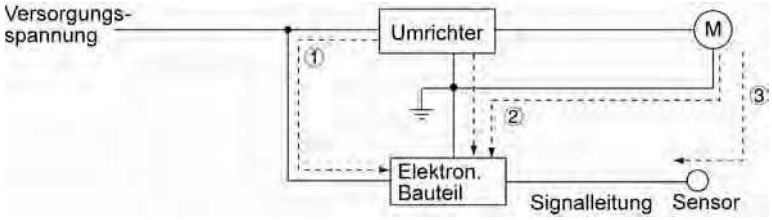

Abbildung A.3 Leitungsrauschen
(1) Leitungsrauschen
Das in einem Umrichter erzeugte Rauschen kann sich über den Leiter und die Stromversorgung ausbreiten, sodass Peripheriegeräte des Umrichters beeinflusst werden (Abbildung A.3). Dieses Rauschen wird „Leitungsrauschen“ genannt. Ein Teil des Leitungsrauschens wird sich über das Leistungsteil ① ausbreiten. Wenn die Erdungskabel an eine Sammelerdung angeschlossen sind, breitet sich das Leitungsrauschen über Weg ② aus. Wie durch Weg ③ gezeigt, breitet sich ein Teil des Leitungsrauschens über Signalleitungen oder geschirmte Kabel aus.